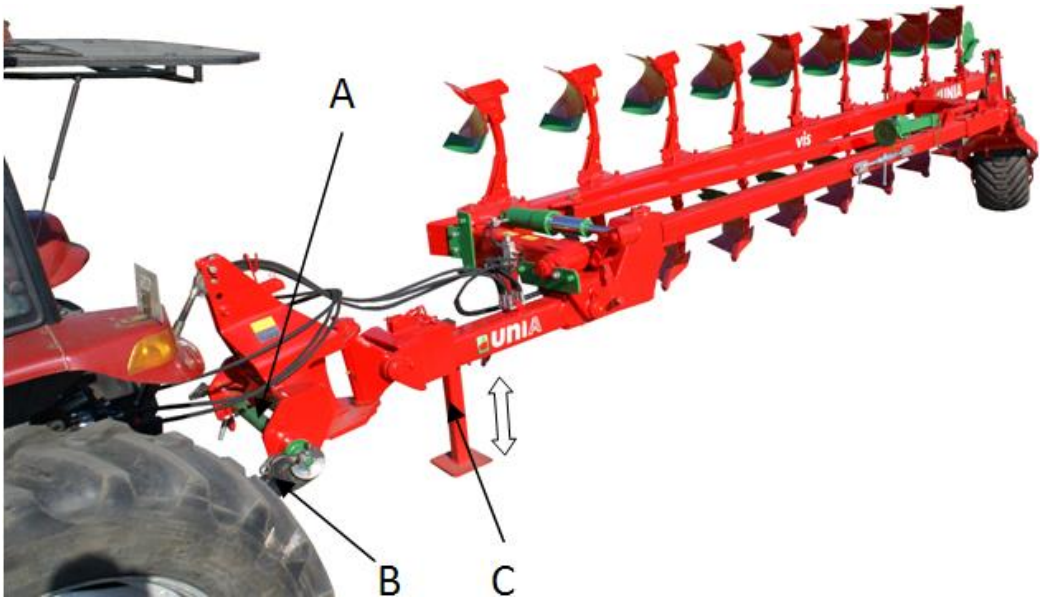

*Rysunek:8* ***Podczepianie maszyny półzawieszanej***
- złóż podpórkę do położenia transportowego *Rysunek 8 ( C )*